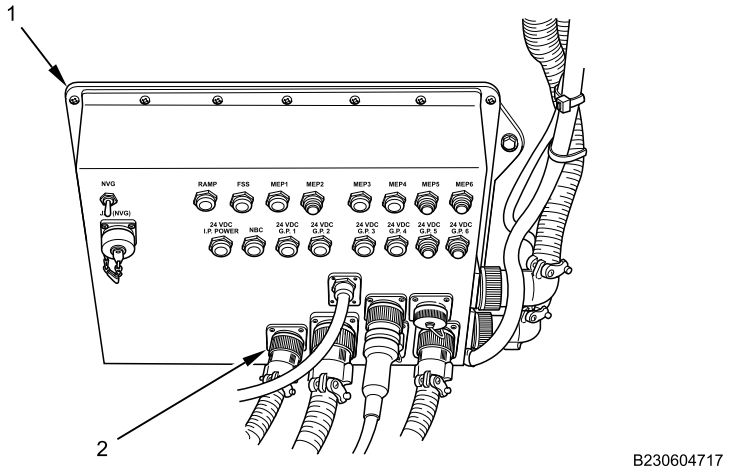

Figure 7. 24V GFE Wiring Harness Connector.
4. Connect 24V GFE wiring harness connector (Figure 7, Item 2) to PDM (Figure 7, Item 1).